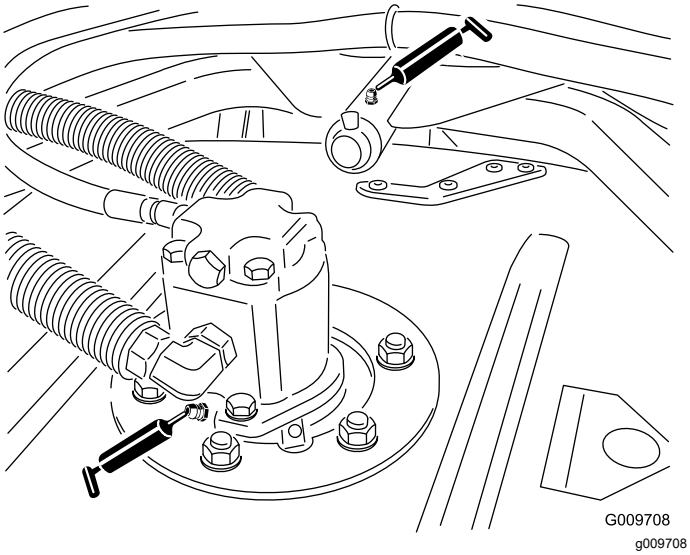

Figuur 85
- Aslagers van maai-eenheid (2 per maai-eenheid); zie Figuur 85
- Lagers van draagarm van maai-eenheid (1 per maai-eenheid); zie Figuur 85